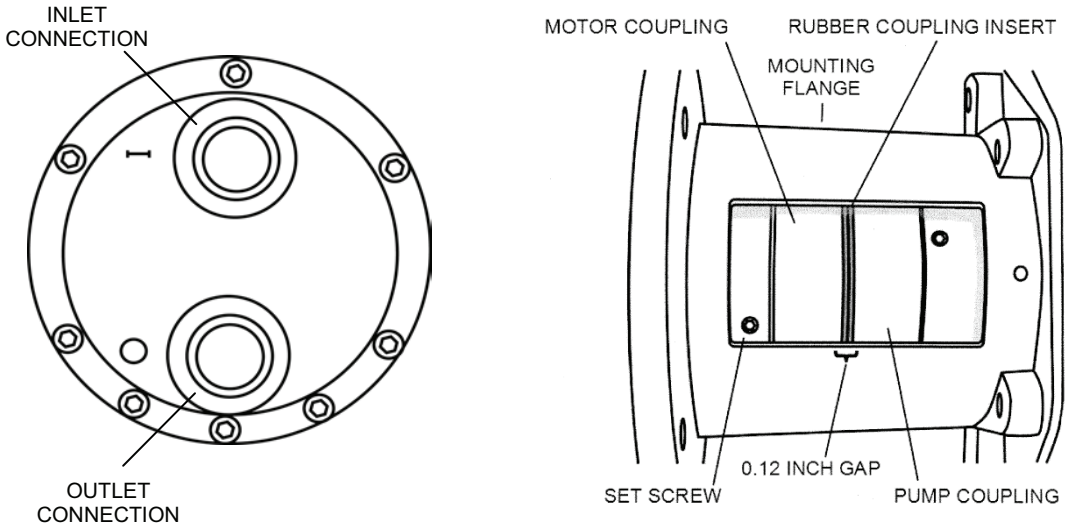

Figure 15. Pump Inlet and Outlet Connections.
d. Position the pump with the inlet (stamped “I” on the port flange) at the top and the outlet (stamped “O” on the port flange) at the bottom (see Figure 15).
g. Check that there is a 0.012 in. (3mm) gap between the motor and the pump couplings (see fig. 15). Move the motor coupling as necessary to check that the coupling insert is not pinched or compressed.